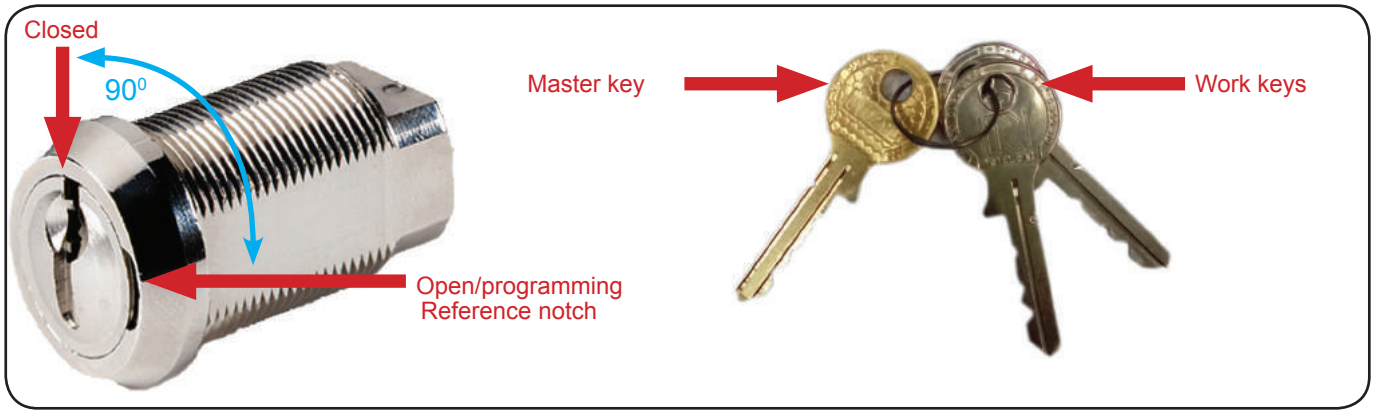

Figure 4
The lock is supplied together with three keys (fig. 4):
- working position (“locked” position - fig. 4);
- programming position (“open” position - fig. 4).
The vending machine is supplied with a ready-programmed lock. To open/close the vending machine door insert the SILVERY work key (sfig. 4) and turn it in the lock by 90° in the required position (fig. 4).
- insert the master key («close» position - fig. 4), by which the lock was the last time programmed or the one that was supplied with the lock (for initial programming), into the lock. Secure the master key in the lock for at least 1 second. Then turn the key by 900 in the direction of the reference notch (fig. 4).
- then turn the master key by 90° to the opposite direction («closed» position - fig. 4).